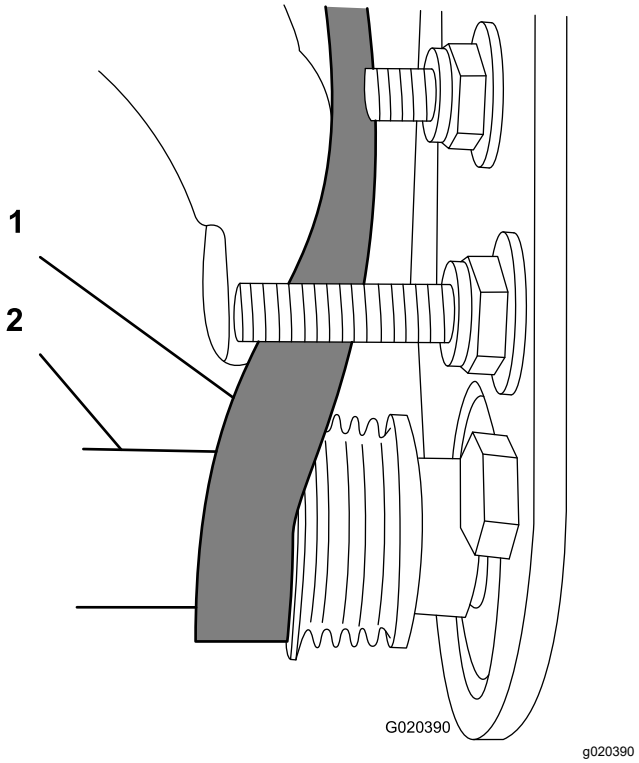

Figur 27
C. Bruk en pipenøkkel (9/16") til å rotere børsteenheten, og før remmen over på den drevne remskiven (Figur 27).